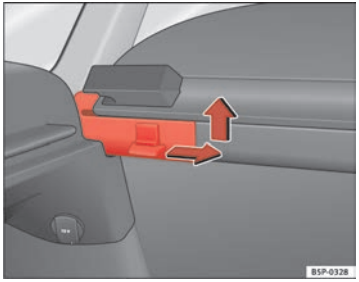

Fig. 125 Removing the rear shelf
– Press the side pin in the direction of the arrow, lift the cover and remove it ⇒ fig. 125.